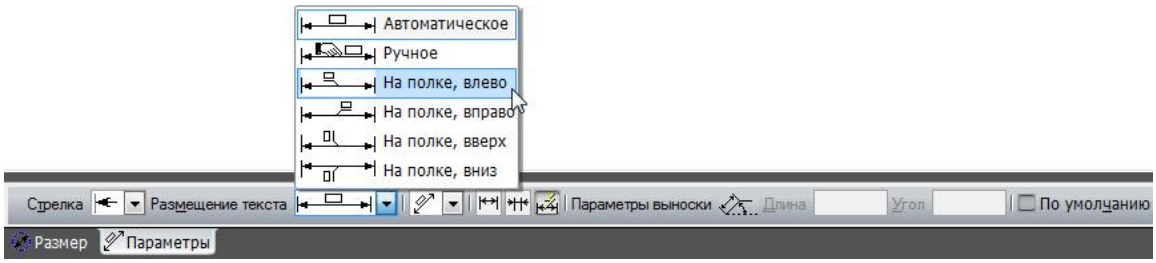

Рисунок 4.18– Параметри розташування тексту діаметрального розміру.
30) Для вказування діаметру 4 кіл з однаковим діаметром обираємо команду *Діаметральний розмір*. На панелі параметрів розміру обираємо вкладку *Параметри* і у списку *Розташування тексту* вказуємо *На полиці, ліворуч* (рис. 4.18). Встановлюємо перемикач *Стрілки ззовні* для розташування розмірних стрілок за межами кола.